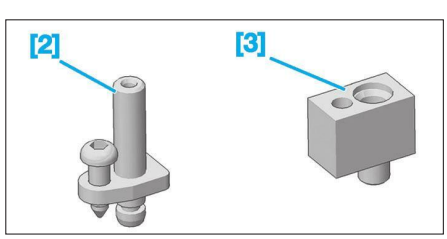

Fig. 20
- [2] Raccord (réf. 0710-J) **(Fig.20)**.